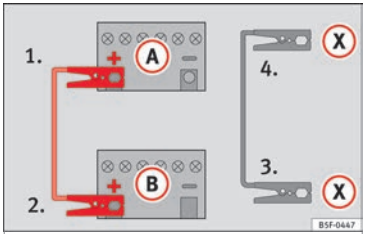

Fig. 75 Diagram of connections for vehicles with Start-Stop system.
4b. *For vehicles with Start-Stop system:* connect one end of the *black* jump lead (X) to a suitable ground terminal, to a solid piece of metal in the engine block, or to the engine block itself ››› **Fig. 75**.
5. Connect the other end of the *black* jump lead (X) to a solid metal component bolted to the engine block or to the engine block itself of the vehicle with the flat battery. Do not connect it to a point near the battery (A).